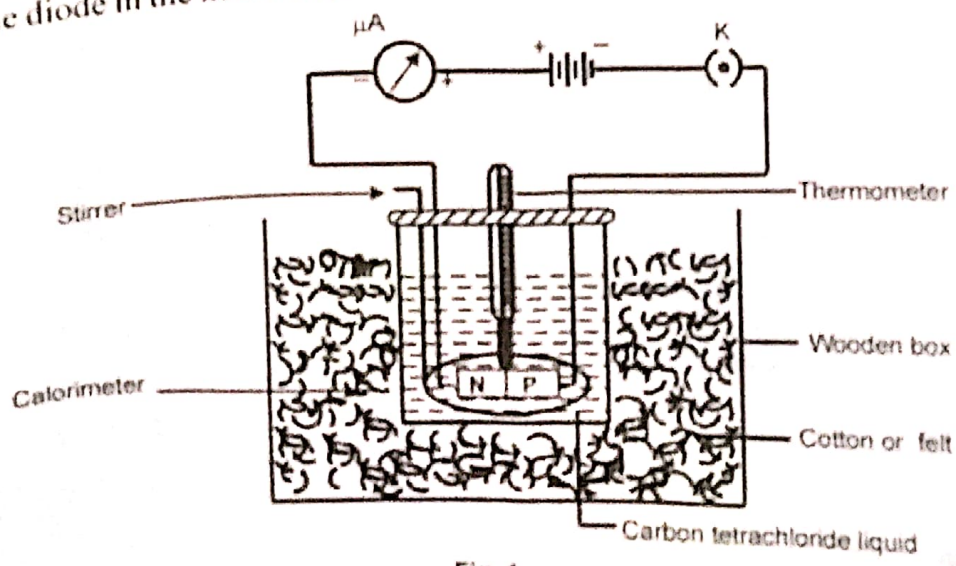

Fig. 1
1. Connect the diode (Germanium or Silicon) in series with a microammeter and a battery as shown in Fig 1 given below.